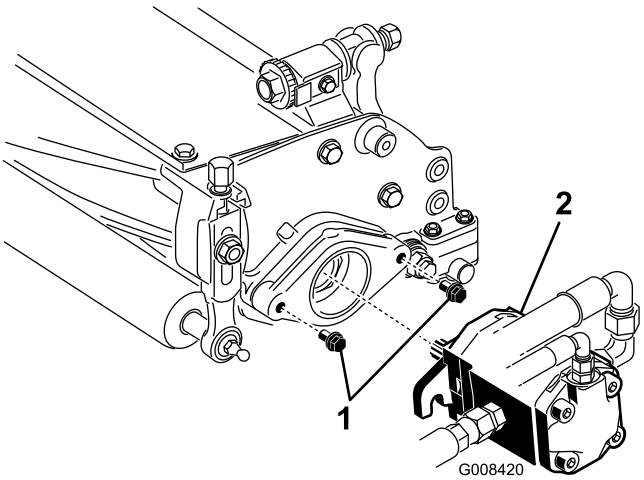

Figur 11
7. La ca. 13 mm av gjengene være eksponert på hver monteringsbolt for spoledrivmotoren (Figur 11).
8. Smør rent smørefett på motorens kileaksel, og monter motoren ved å snu den med klokken, slik at motorflensene går klar av boltene. Vri motoren mot klokken til flensene er omringet av bolter (Figur 11).
9. Stram monteringsboltene (Figur 11).